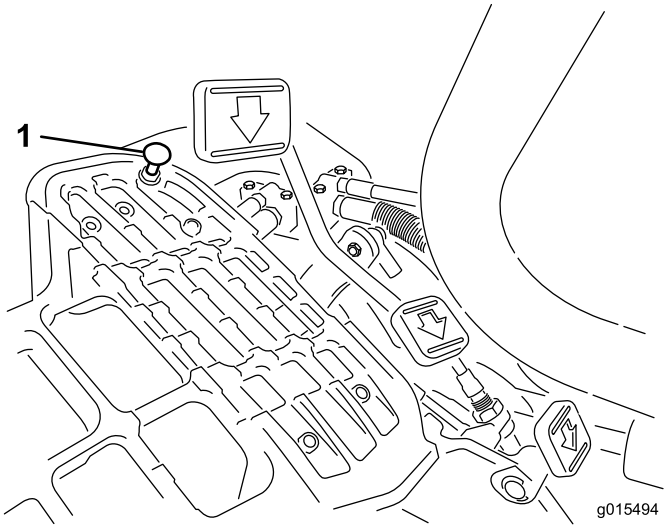

Figur 48
Du kommer upp i maximal transporthastighet genom att sätta funktionsreglaget i transportläget och trycka ned gaspedalen. Det behövs en justering om pedalen nuddar vid stoppet (Figur 48) innan anspänningen känns i kabeln:
1. Flytta funktionsreglaget till transportläget och lossa på låsmuttern som fäster pedalstoppet vid golvplattan (Figur 48).